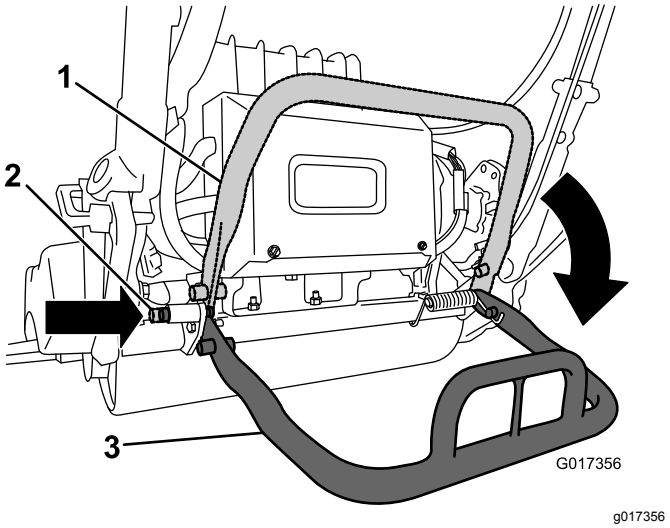

**Rysunek 6**
2. Opuść podpórkę i wciśnij trzpień blokujący w celu zablokowania podpórki w położeniu SERWISOWYM (Rysunek 6). Pozostaw urządzenie w położeniu spoczynkowym na zablokowanej podpórce.